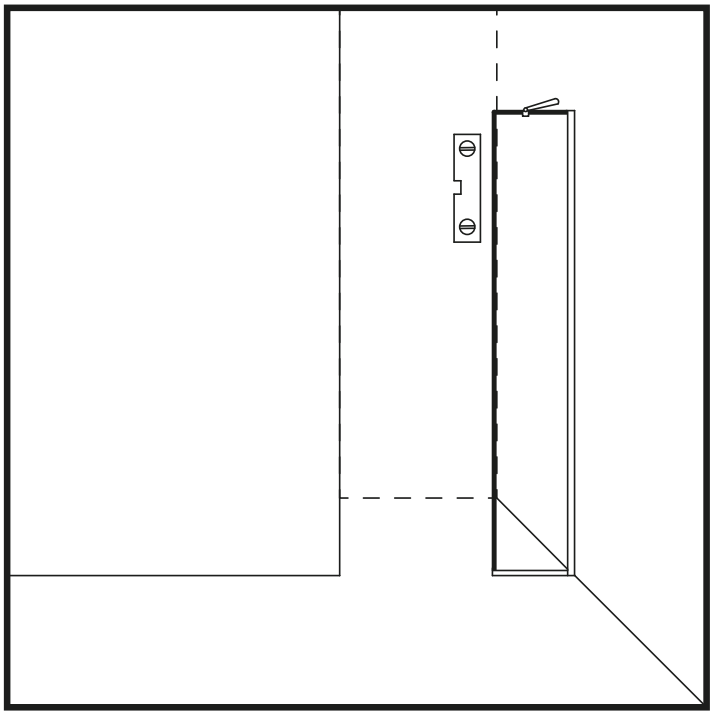

Abbildung 8
18. Montieren Sie das Teleskoprohr an der Wand in einem Winkel von 45 Grad. Da das Teleskoprohr verstellbar ist, wählen Sie die Montageposition nach Ihren Wünschen, wir empfehlen jedoch die Montage eher in Richtung der äußeren Ecke des Glases. (Abbildung 8)